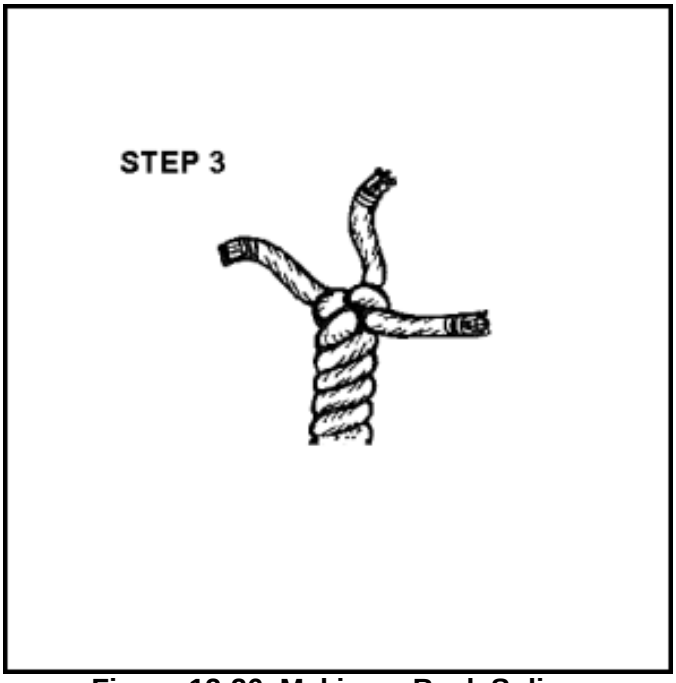

Figure 12-26. Making a Back Splice, Step 3
- **Step 3.** Start the left strand; go over one strand, tuck under the next one, and pull the strand tight (Figure 12-26).